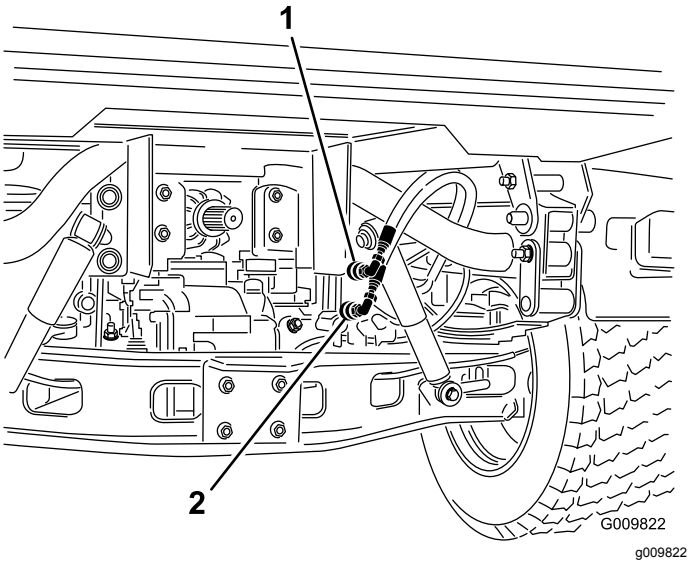

Figur 69
2. På begge maskiner: Kobl de to lynkoblingsslanger fra slangerne, der er fastgjort på koblingsholderen (Figur 69).